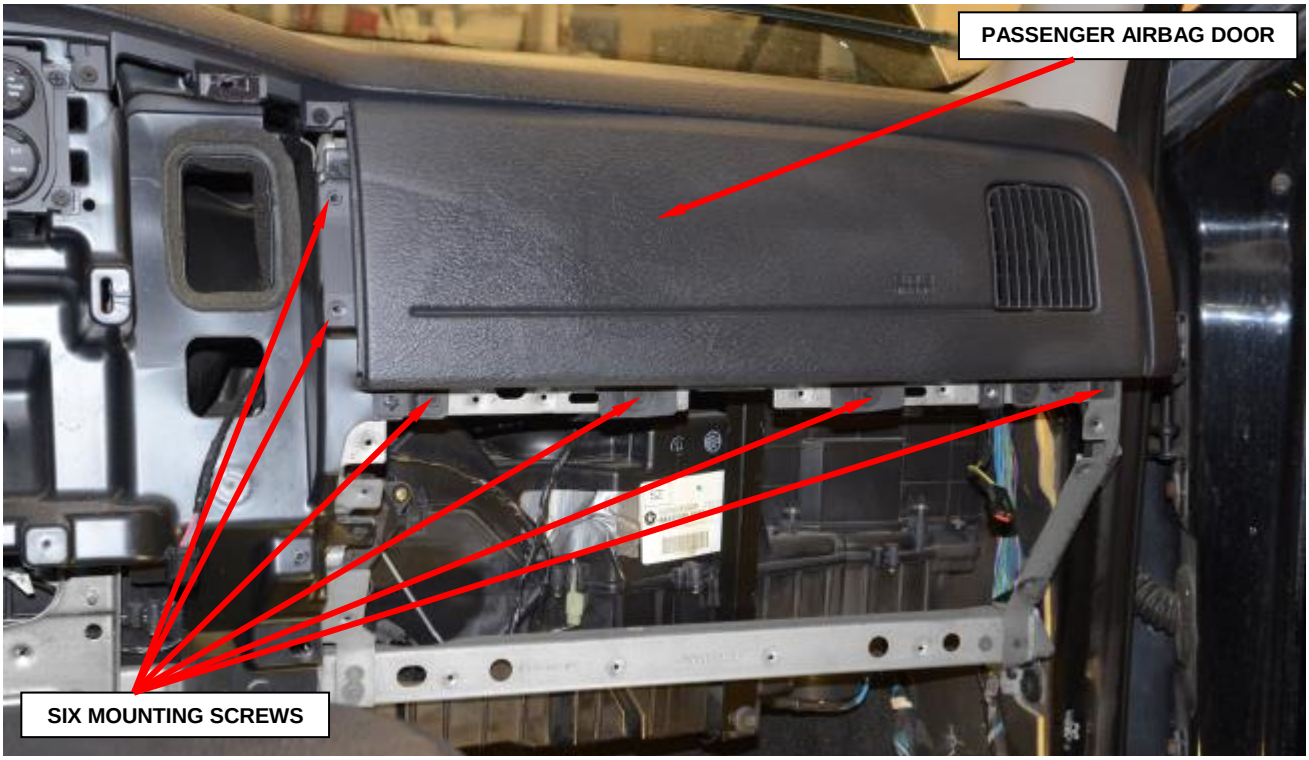

Figure 27 – Passenger Airbag Door Mounting Screws
12. Remove and save the six mounting screws that secure the inboard and lower flanges of the passenger airbag door to the instrument panel (Figure 27).